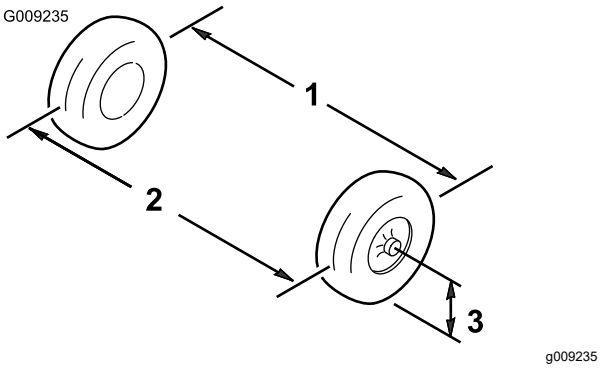

Figuur 49
1. Meet ter hoogte van de as de afstand tussen de voorwielen aan de voorkant en de achterkant van de wielen (Figuur 49).